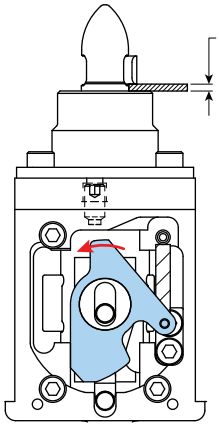
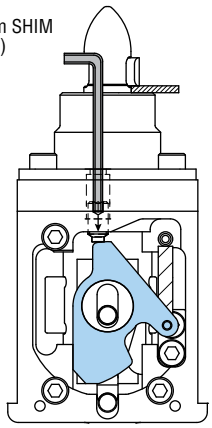

FIGURE 3
FIGURE 4
4) Make sure the lock bracket (item 14) rotates counterclockwise into position under the adjustment screw (see Figure 3). Turn the adjustment screw clockwise until it contacts the top of the lock bracket (see Figure 4).